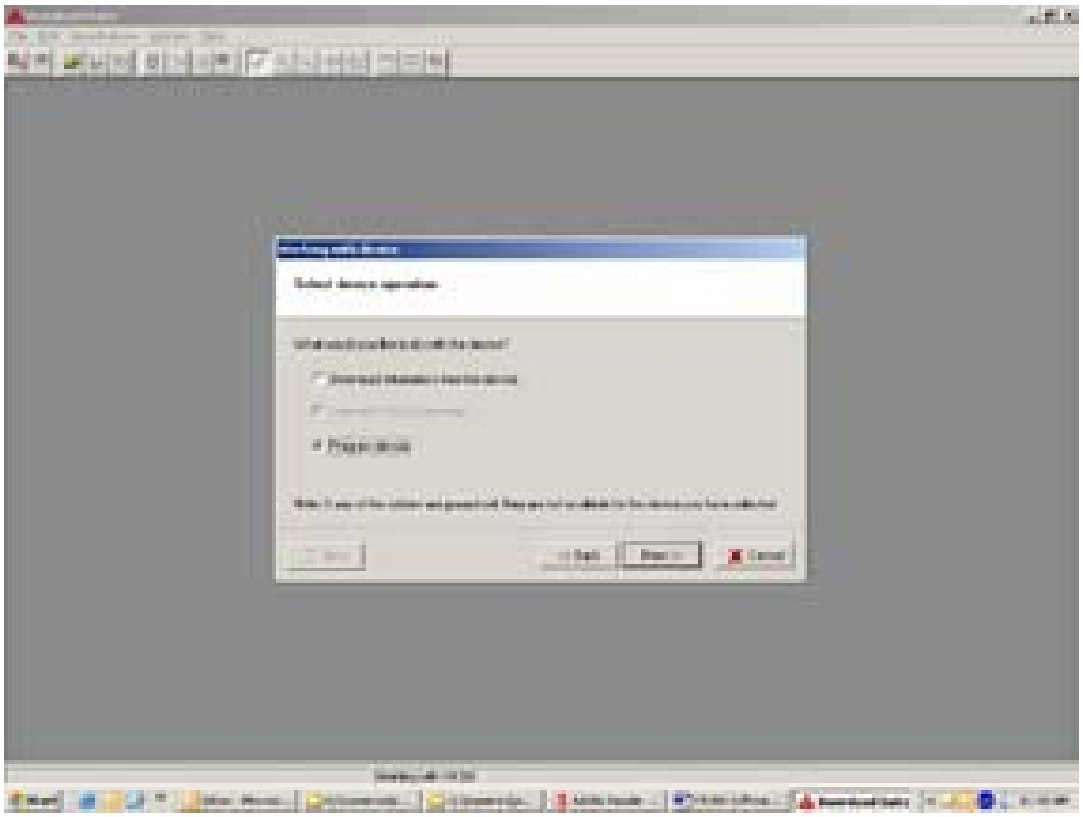

Figure 1
4. Sélectionnez Program device et cliquez sur NEXT. Cliquez de nouveau sur NEXT pour ouvrir l'écran de programmation. (Voir Fig. 1 et 2.)
6. Pour télécharger le fichier du dispositif, répétez les étapes 1 et 2. Sélectionnez Download et cliquez sur NEXT. (Voir Fig. 1.)